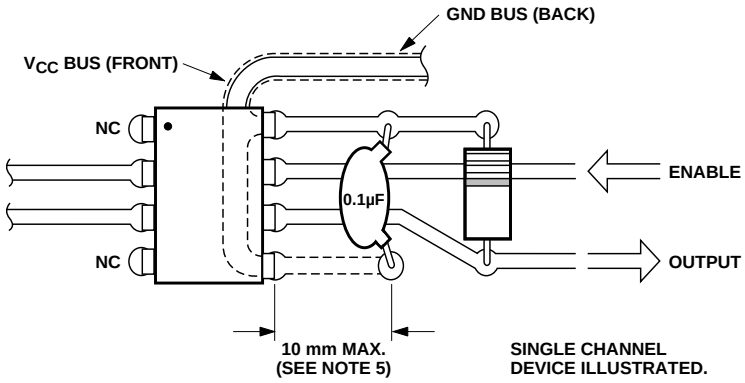

Figure 17. Recommended Printed Circuit Board Layout.
5. Bypassing of the power supply line is required, with a 0.1 μF ceramic disc capacitor adjacent to each optocoupler as illustrated in Figure 17. Total lead length between both ends of the capacitor and the isolator pins should not exceed 20 mm.